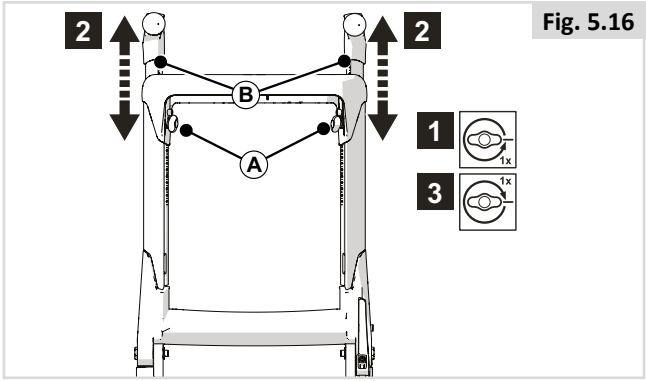

Fig. 5.16
5.10 Hauteur des poignées (Fig. 5.16)